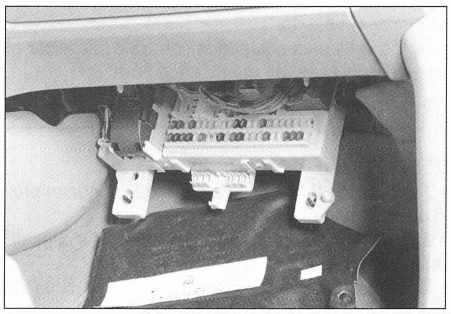

FIG. 9
• Separar y poner a un lado la caja de fusibles habitáculo (debajo de la guantera) **(fig. 9).**